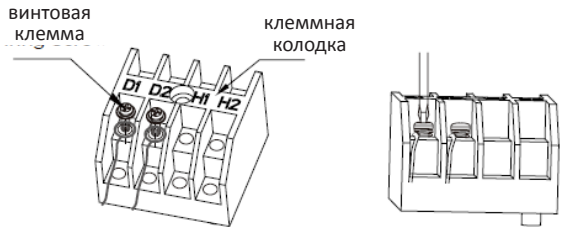

Рис. 5.3.1
(1) Откройте крышку электрической секции внутреннего блока.
(2) Пропустить коммуникационный кабель через кабельный ввод.
(3) Подключить коммуникационный кабель с контактам D1 и D2 к 4-контактной колодке внутреннего блока, см. рис. 5.3.1.